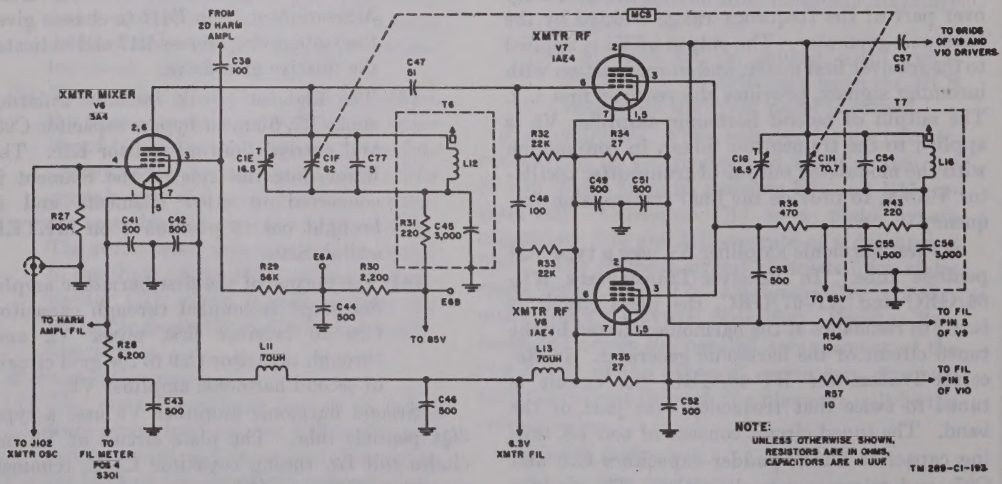

Figure 17. Transmitter mixer and r-f amplifier, functional diagram for RT–68/GRC models.
(1) In all RT–66/GRC and RT–67/GRC models, capacitors C27 and C34 are not used; the bottom of capacitor C17B is connected to the bottom of coil L8; and the bottom of capacitor C17C is connected to the bottom of coil L9. C17B and C17C therefore are placed directly across coils L8 and L9, respectively, and do not have padder capacitors C27 and C34 in series with them (*a* above).
(2) In all RT–66/GRC and RT–67/GRC models, resistors R20 and R24 are added in series with the plates of V4 and V5, respectively. R20 and R24 are used to suppress parasitic oscillations.
24. Transmitter Mixer V6 (fig. 17)
(1) In all RT–66/GRC and RT–67/GRC models, the bottom of resistor R27 is disconnected from ground and connected to the junction of resistors R38 and R39 in a voltage divider placed between the −27-volt transmitter supply and ground. The divider resistors from ground to the supply are— R37, R38, R39, and R40. Grid bias therefore is provided by a combination voltage consisting of the voltage drops across resistors R37 and R38, and the voltage developed across the remaining filaments and components in the ground end of the filament string containing the filament of V6 (*b* above).
(2) In all RT–66/GRC and RT–67/GRC models, capacitor C40 is connected between the bottom of resistor R27 and ground. C40 acts in conjunction with R27 to provide a ground return for rf for the grid circuit, pin 4 of V6.
(3) In early RT–66/GRC models bearing Order No. 18651-Phila-49, capacitor C39 is connected between the grid, pin 4, of V6 and ground.
25. Transmitter R-f Amplifier, V7 and V8 (fig. 17)